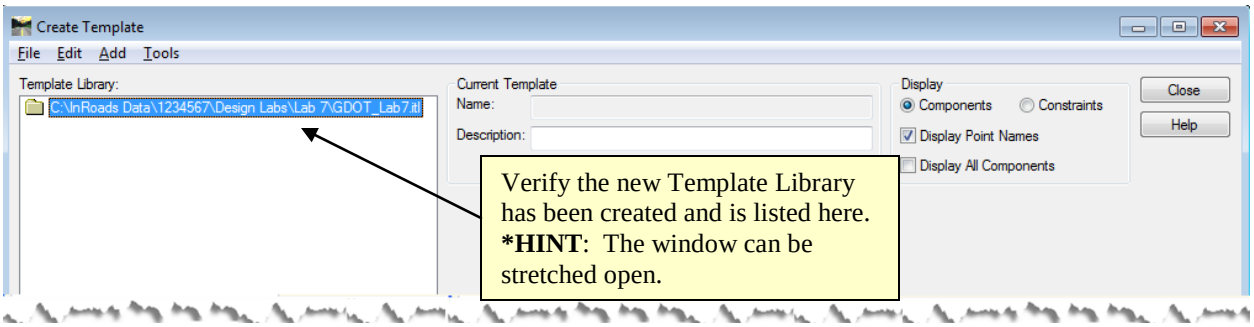

Figure L7-2 Create Template Window
9.	**Create an InRoads Template Library (.ITL) and name it GDOT_Lab7.itl** • In the **Create Template** window, select **File ► New ► Template Library…** • Navigate to **C:\InRoads Data\1234567\Design Labs\Lab7** • Enter a **File name:** of ***GDOT_Lab7.itl***. • Click **Save**. • Verify that the Template Library was created and that **C:\InRoads Data\1234567\Design Labs\GDOT_Lab7.itl** appears in the **Create Template** Window as shown in *Figure L7-2*. *A new Template Library called GDOT_Lab7.itl has been created.*